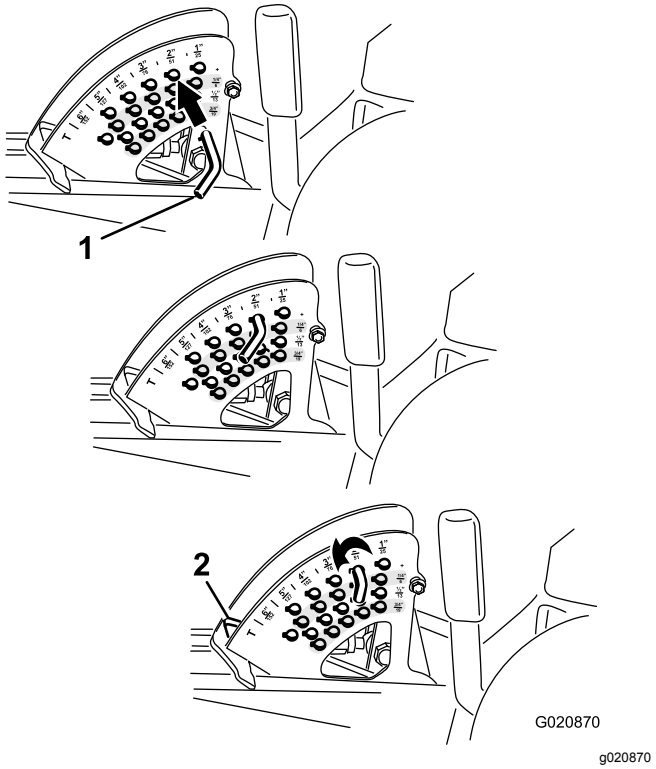

**Bild 25**
2. Drehen Sie den Anschlagsstift so lange, bis der Rollstift innen mit den Schlitzen in den Löchern in der Schnitthöhenhalterung ausgefluchtet ist. Nehmen Sie ihn dann ab (Bild 25).
3. Wählen Sie ein Loch in der Schnitthöhen-halterung, das der gewünschten Schnitthöhe entspricht, stecken Sie den Stift ein und drehen Sie ihn nach unten, um ihn zu arretieren (Bild 25).
**Hinweis:** Es gibt vier Reihen der Lochpositionen (Bild 25). Die oberste Reihe ergibt die Schnitthöhe, die über dem Stift steht. Die zweite Reihe ergibt die Schnitthöhe plus 6 mm. Die dritte Reihe ergibt die Schnitthöhe plus 12 mm. Die unterste Reihe ergibt die Schnitthöhe plus 18 mm. Für die Stellung von 15,8 cm gibt es nur ein Loch, das in der zweiten Reihe ist. Mit diesem Loch werden nicht 6 mm den 15,2 cm hinzugefügt.